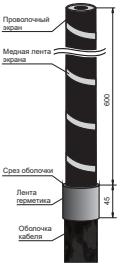

Рисунок 2
4.3 Обезжирить оболочку кабеля на расстоянии 100 мм от среза салфеткой, смоченной в бензине (растворителе). На оболочке кабеля лентой герметика выполнить намотку из 1–2 витков на расстоянии 45 мм от среза (рисунок 2).